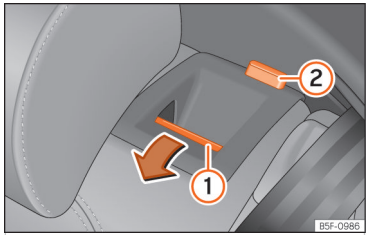

Abb. 62 Rücksitz: Rücksitzlehne vorklappen.
- Entriegelungstaste ››› (Abb. 62) ① nach vorn drücken und gleichzeitig die Rückenlehne umklappen. Die Rücksitzlehne ist entriegelt, wenn die rote Markierung des Tasters ② sichtbar ist.